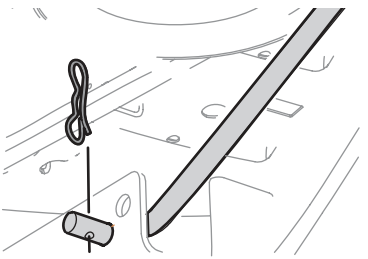

Fig. 46
14. Retirez la goupille fendue qui fixe la tige de relevage avant au plateau (Fig. 46). Faites sortir la tige de relevage du support avant.